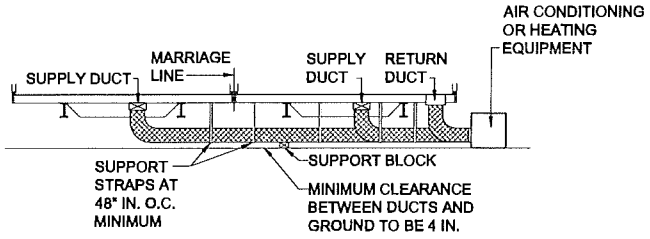

Figure 71. *Ducts connecting exterior heating and/or cooling equipment to the home*
2. **Install ducts.** Install the appropriate supply and return ducts (not provided) between the remote unit and the home (**Figure 71**), making connections according to the instructions for crossover ducts in **Connect Crossovers** (p. 61).